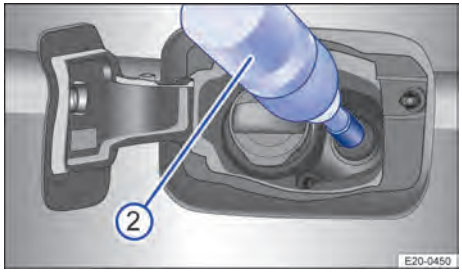

**Fig. 152** Cargar AdBlue con una botella de recarga.
2. Coloque la botella de recarga en la boca de llenado de AdBlue® y enrósquela fijamente → fig. 152.
4. Presione la botella de recarga en dirección a la boca de llenado y manténgala en esta posición → fig. 152 ②.